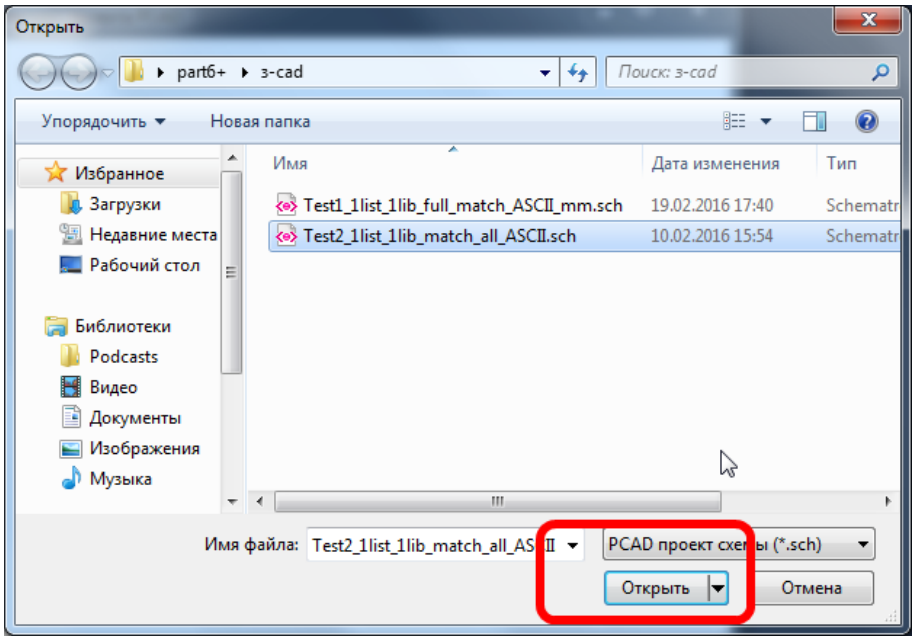

Рис. 359. Поиск файла для импорта
3. В отобразившемся стандартном окне проводника среди доступных ресурсов выберите файл, из которого будет осуществляться импорт и нажмите кнопку «Открыть», см. Рис. 359.